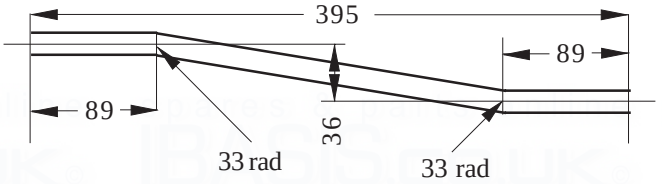

Fig. 2a
i. Flow connection: (not JB40-50, MYSON HISPEC 15/20 or MYSON HISPEC 25/32) Referring to Fig. 2a, preform suitable length of copper pipe as shown, and connect to exit from either left or right as required.